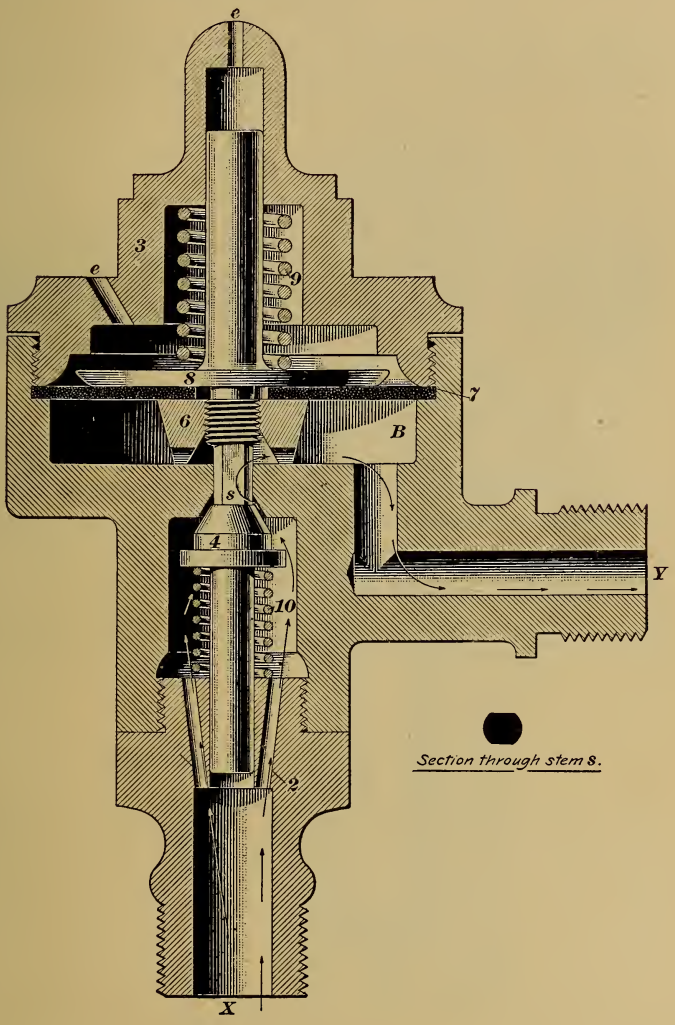

FIG. 4.
2. Although this style of **reducing valve,** Fig. 4, has been superseded to a great extent by the improved valve, there are still a sufficient number in use to warrant a description of them being given here.
16. If the whistle blows every time the brakes are released, it indicates that there is direct connection between the main reservoir and signal pipe, and that the latter is charged to main-reservoir pressure. This may be due either to valve *4* of the reducing valve being held open by dirt on its seat, or to there being too much tension in the spring *9*; or, in the old-style reducing valve, Fig. 4, to the spring *10* being broken or too short, so that it does not force valve *4* to its seat.